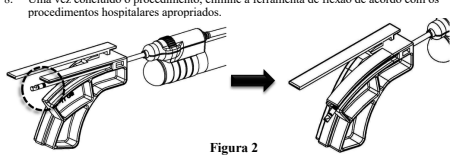

Figura 2
6. Certifique-se de que a mais larga das duas listas pretas na cânula se estende para além da extremidade da aba de flexão antes de dobrar (***Figura 2***). Se esta lista não se estender para lá da extremidade da aba, a broca aspiradora pode não funcionar adequadamente depois de dobrada.
NOTA: A ponta da cânula para as brocas aspiradoras de 15ga, 10cm e 13ga, 10cm não se prolonga além da aba dobrada, como ilustrado na ***Figura 2***. Para estas brocas aspiradoras, basta inseri-las (até não entrarem mais) na ferramenta de flexão antes de dobrar.